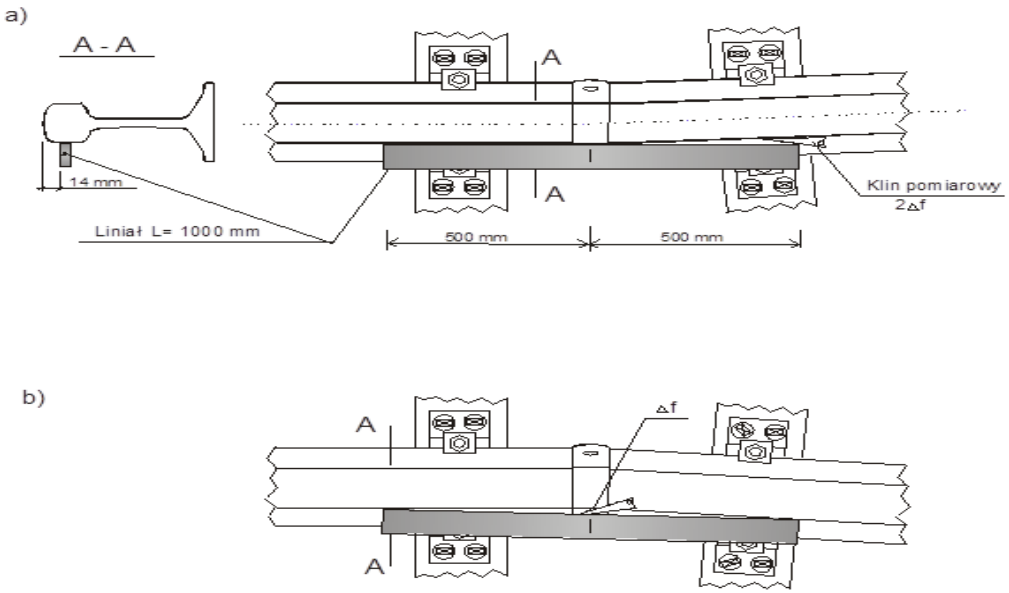

Rys. 8. Schemat sprawdzania prostoliniowości złącza w płaszczyźnie poziomej:
- Prostoliniowość poziomą złącza należy sprawdzać na powierzchni bocznej główki szyny 14 mm poniżej powierzchni tocznej. Sposób pomiaru prostoliniowości poziomej przy pomocy liniału przedstawia rysunek 8, a dopuszczalne odchyłki tabela nr 3.